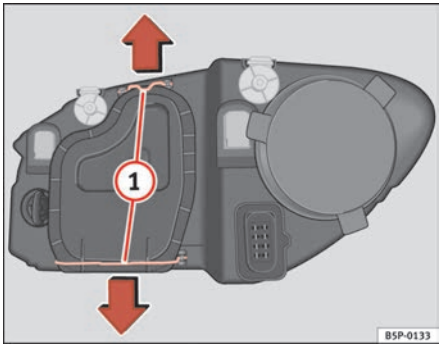

Fig. 179 Dipped head-lights
– Remove the loops ⇒ page 256, fig. 179 (1) in the direction of the arrow and remove the cover.